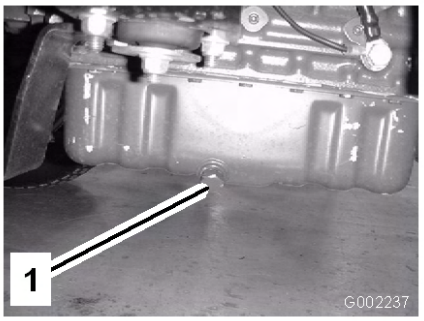

Figur 40
5. Ta bort avtappningspluggen (Figur 40).